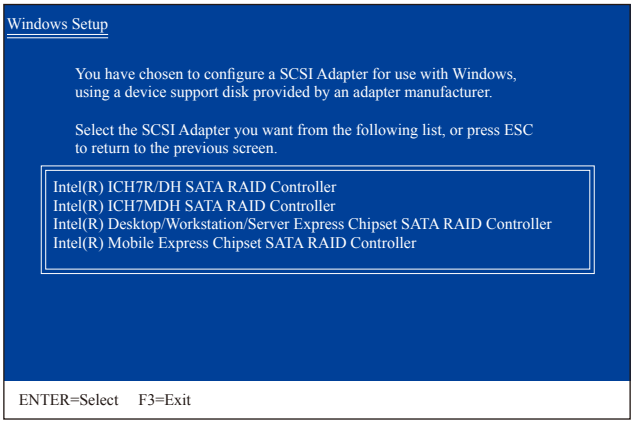

图1
放入存有SATA RAID/AHCI驱动程序的磁盘并按下<Enter>键。当如图1的画面出现时，请选择「Intel(R) Desktop/Workstation/Server Express Chipset SATA RAID Controller」再按<Enter>键，系统会从磁盘中下载RAID驱动程序。若设为AHCI模式，请使用键盘的上键移到「Intel(R) Desktop/Workstation/Server Express Chipset SATA AHCI Controller」项目再按<Enter>。